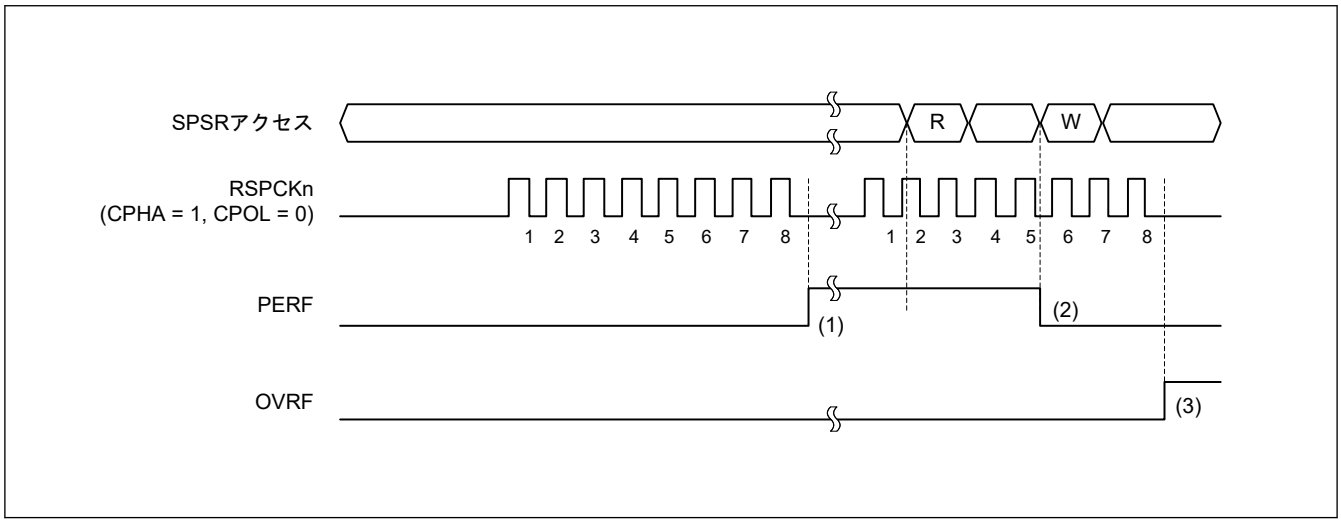

図 30.42　OVRF フラグおよび PERF フラグの動作例
図 30.42 に OVRF フラグと PERF フラグの動作例を示します。図 30.42 に記載の SPSR アクセスは、SPSR レジスタへのアクセス条件を示します。W は書き込みサイクル、R は読み出しサイクルを示します。この例では、SPCR2.SPPE ビットが 1 の状態で全二重シリアル通信を行います。SPCMDm.CPHA ビットが 1、SPCMDm.CPOL ビットが 0 の設定で、SPI が 8 ビットのシリアル転送を実行しています。RSPCKn 波形の下に記載した数字は RSPCK サイクル数（= 転送ビット数）を示しています。
以下に、図 30.42 の (1)～(3) に示したタイミングでのフラグの動作内容を説明します。